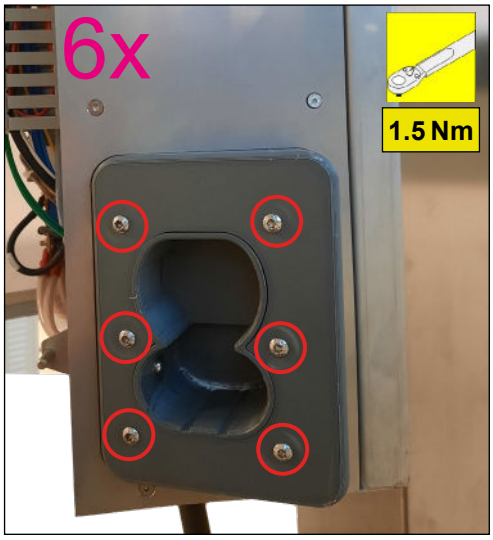

Abb. 76: Verschraubung Steckerhalterung
1. Anziehdrehmoment der Steckerhalterung überprüfen: siehe Abb. 76.